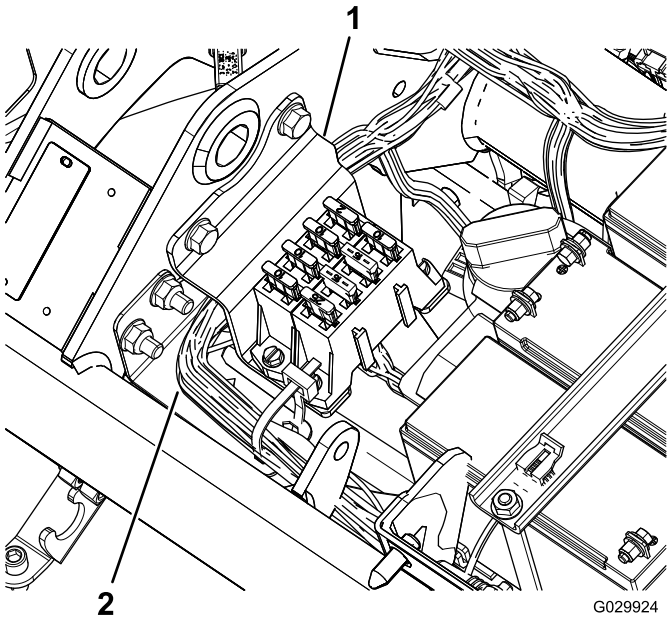

Bild 10
23. Bauen Sie den Sicherungsblock ein (Bild 10).